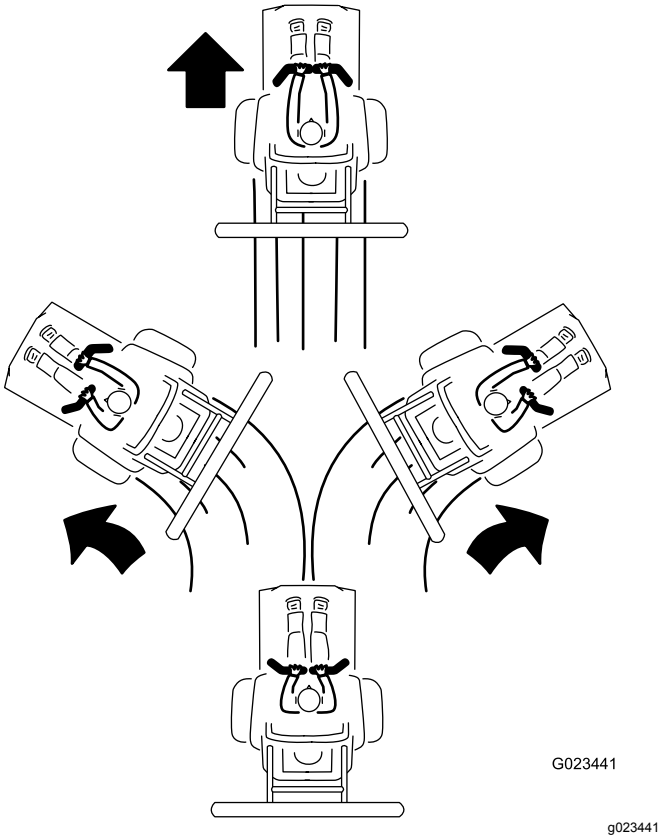

**Figur 24**
3. Kør fremad ved langsomt at skubbe styrehåndtagene fremad (Figur 24).